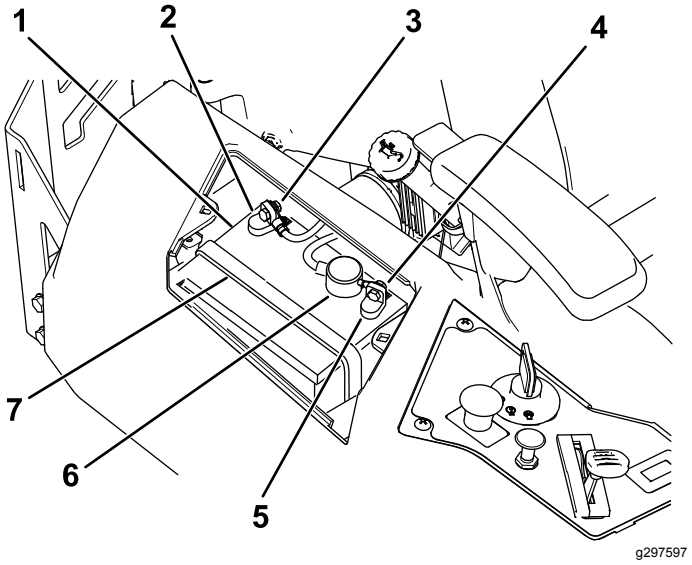

Figur 56
4. Tag det sorte minusjordkabel af batteriets pol (Figur 56).
6. Tag det (røde) positive kabel af batteriets pol (Figur 56).
7. Fjern batteritilholderen (Figur 56) og løft batteriet op fra batteribakken.
1. Placer batteriet i bakken (Figur 56).
5. Fastgør batteriet med tilholderen (Figur 56).